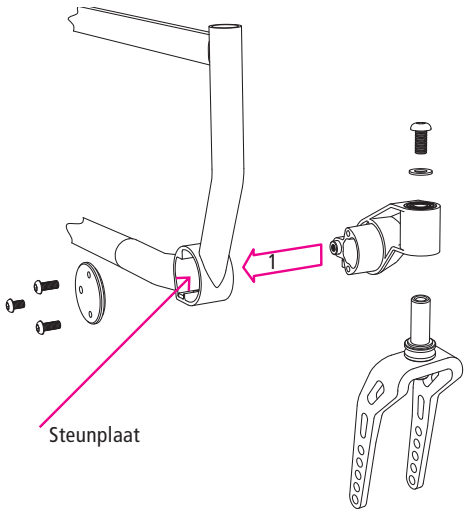

afb. 58
5. U kunt nu de hele zwenkwielarm aan de andere kant van de rolstoel plaatsen (1, afb. 58).